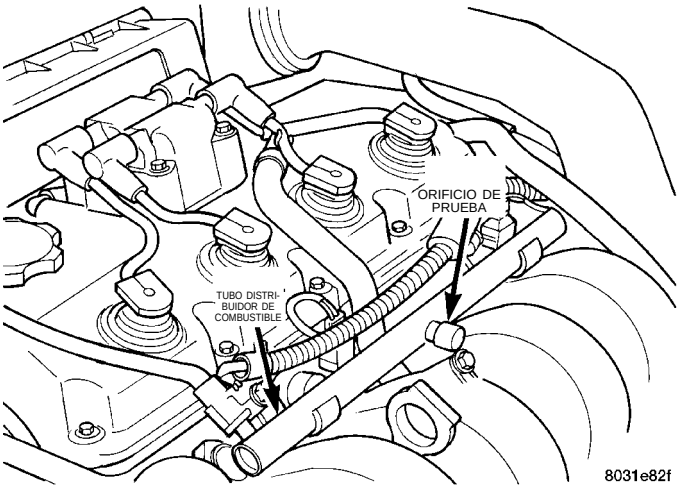

Fig. 11 Orificio de prueba de presión de combustible
(4) Retire el tapón protector del orificio de prueba de presión de combustible, en el tubo distribuidor de combustible (Fig. 11).